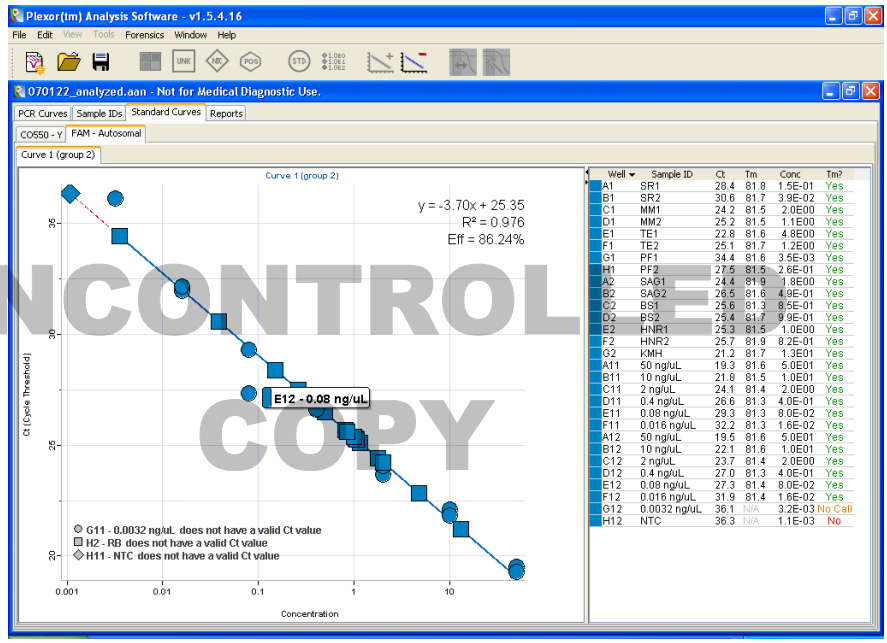

Figure 2. Standard Curve**.** The well location of the outlier data point is displayed (as shown) by placing the mouse (arrow) over the data point in question.
3.1.5 If after reviewing the standard curve and the r^2 value is lower than is acceptable, an examination of the curve may reveal what or which data points significantly deviate from the extrapolated curve. These data points can be identified by moving the mouse (arrow) over the outlier data point, which then displays the well location of the data point, as shown in Figure 2. This or these data point(s) are the points which should be de-selected to improve the standard curve.